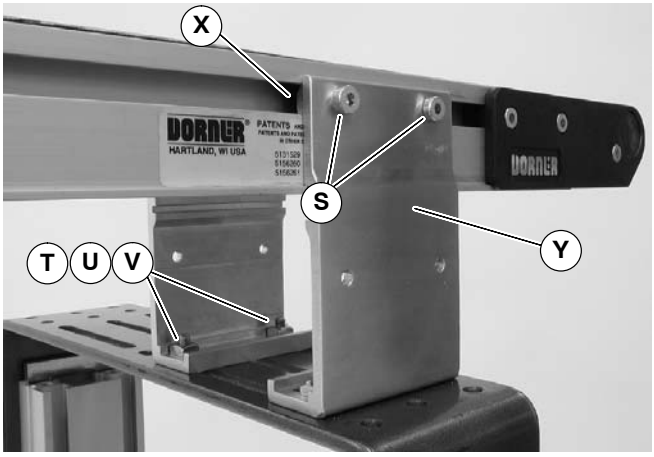

Figure 10
3. Insert T-bars (W of Figures 8 & 9) into conveyor side slots (X of Figure 10). Fasten brackets (Y of Figure 10) to conveyor with mounting screws (S).
4. Fasten brackets to support stand with mounting screws (T of Figure 10), washers (U) and nuts (V).
5. Tighten screws (S & T of Figure 10) to 7 N–m.